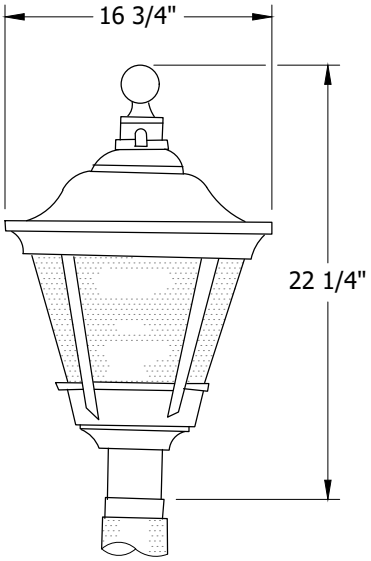

FIGURE 4
B. FIGURES 1, 2, 3, AND 5 ARE EQUIPPED WITH ACRYLIC REFRACTORS. FIGURE 4 IS EQUIPPED WITH GLASS REFRACTORS.